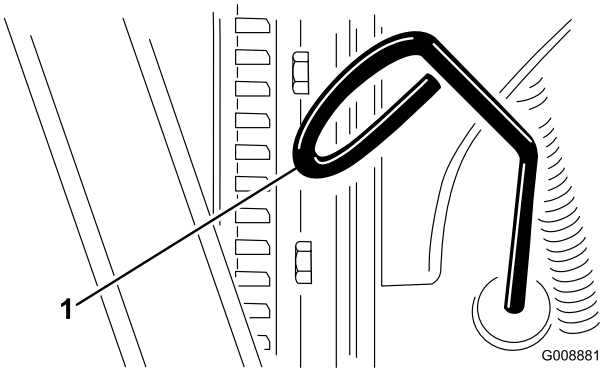

Figur 37
2. Ta ut oljestickan (Figur 37) och torka av den med en ren trasa.